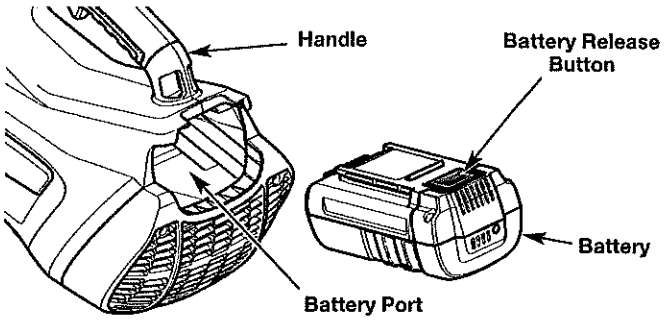

Fig. 6
1. Grasp the handle firmly (Fig. 6). **DO NOT** squeeze the trigger. Refer to *Starting and Stopping*.
2. Slide the battery into the battery port (Fig. 6). Push the battery firmly until the battery locks into place (Fig. 6). There should be an audible "click."
2. Press the battery release button to unlock the battery (Fig. 6).
3. Pull the battery out of the battery port (Fig. 6).